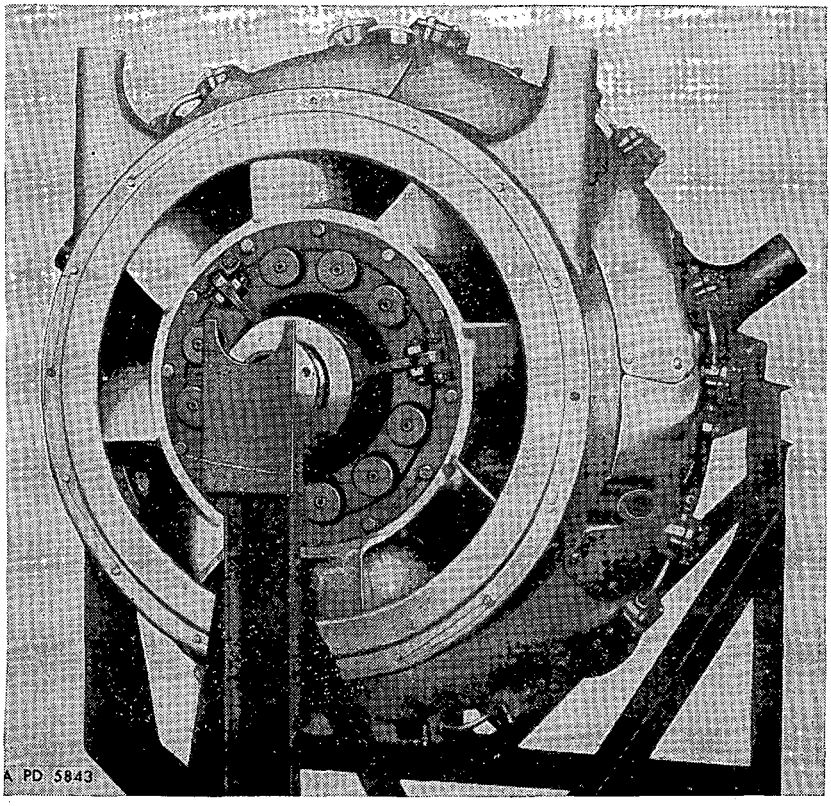

FIGURE 50.—Front view, Guiberson T-1020, series 4.
83. Description.—Engine cooling is accomplished by air drawn through the fan guard screen (fig. 50), and circulated by the engine fan around and over the finned cylinders and cylinder heads. Sheet metal baffles and a shroud are employed to direct the air flow for the most effective cooling.